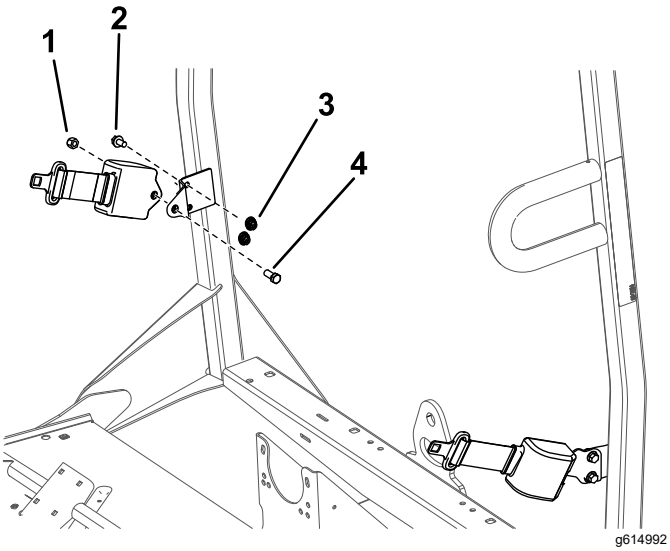

Figura 7
1. Monte um suporte de fixação do cinto de segurança na parte exterior de cada patilha do ROPS com 2 parafusos (⅜ pol.) e 2 porcas (⅜ pol.) (consulte a Figura 7).
2. Monte a extremidade retraível de cada conjunto de cinto de segurança em cada suporte de fixação de cinto de segurança com um parafuso (7/16 pol.) e porca (7/16 pol.) (Figura 7).